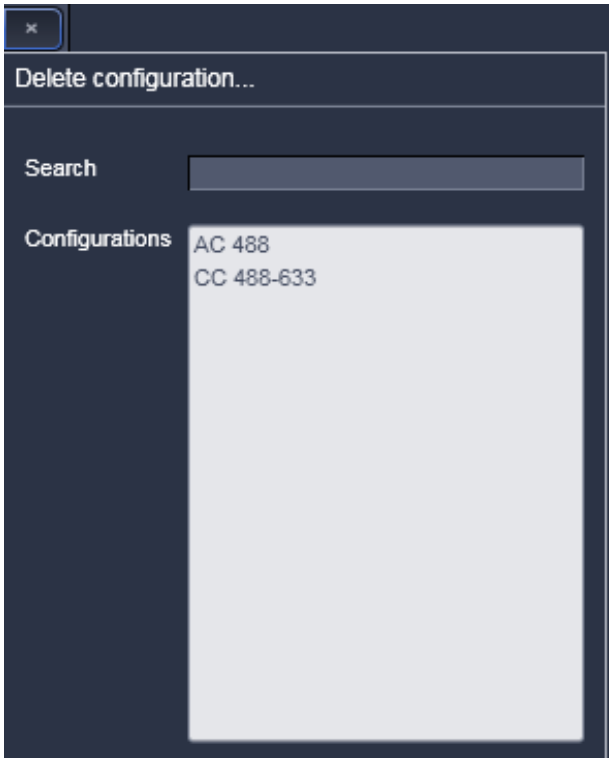

Fig. 336 Delete configuration… window
- Click on the **Delete** button. A **Delete configuration…** window will appear (Fig. 336).